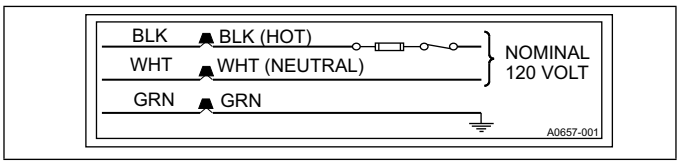

**Figure 17:** Line wiring connections
3. The furnace's control system requires correct polarity of the power supply and a ground connection. See **Figure 17**.